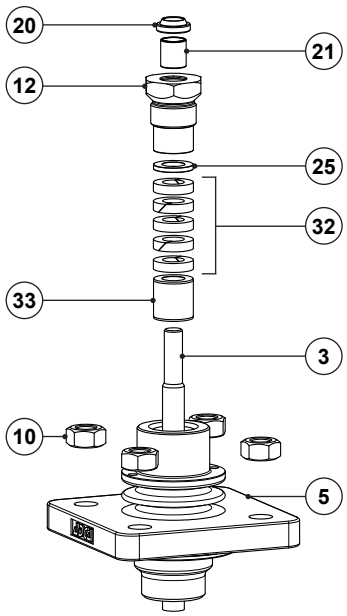

Fig. 11 - Graphite (G1)
1. Unscrew the lock nut (13) from the stem (7).
2. Unscrew the gland nut (12) and remove it carefully.
3. Carefully pull the plug (3) with plug stem (7) out of the bonnet (5) through its bottom. Inspect the stem surface and plug sealing surface, replacing if necessary.
4. Pull out the washer (25), graphite packing set (32) and spacer (33) using a suitable tool.
5. Clean the packing box and slide the stem (7) into the bonnet (5) once again.
6. Insert the spacer (33), and the new graphite packing set (32) rings one by one. When fitting the graphite rings ensure the scarf joints have an offset from the one below by 90º. See Fig. 11.
7. Renew the scraper ring (20) and plain bearing (21) if necessary.